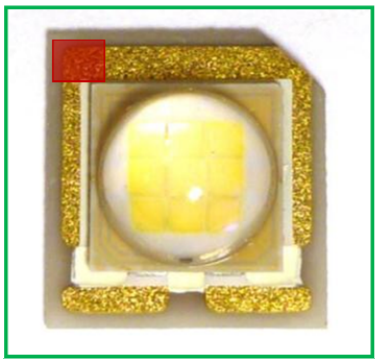

图 10. 用红色突出显示的热接触区（左）和 TC 探头连接示例（右）。
2. 将热电耦尖端放在图 10 中定义的区域内。热电耦必须接触此区域内的黄金散热片以避免因 LUXEON S 机械夹具的接触点而产生的任何干扰，从而确保准确的测量结果。
iii. 滴出少量导热环氧树脂，只要能足够覆盖热电耦尖端即可，如图 10 所示。